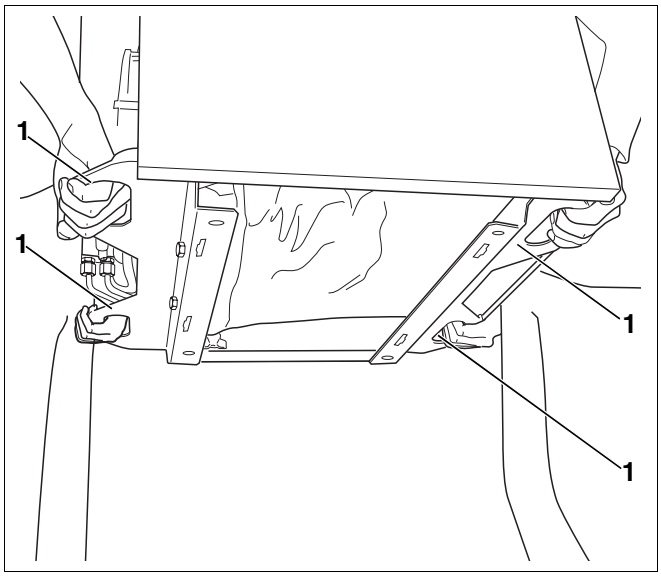

Rys. 16 Podnoszenie i przenoszenie kotła grzewczego
Kocioł Logano G135 można chwycić w celu przetransportowania za zaczepy dolnego profilu poprzecznego (rys. 16, **poz. 1**) i przenieść na miejsce ustawienia.
- Kocioł grzewczy należy podnosić lub przenosić chwytając go w przeznaczonych do tego celu wycięciach (rys. 16, **poz. 1**).
- Podnieść kocioł trzymając za uchwyty profilu poprzecznego (rys. 16, **poz. 1**) i przenieść na miejsce ustawienia.